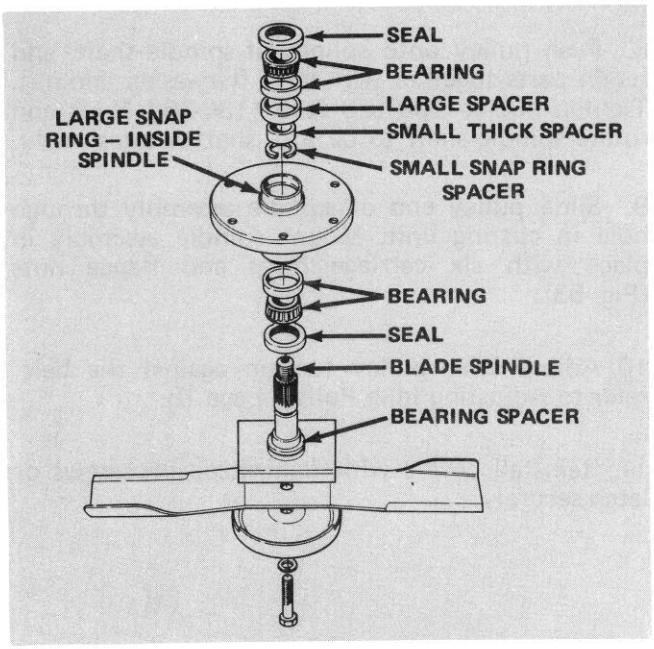
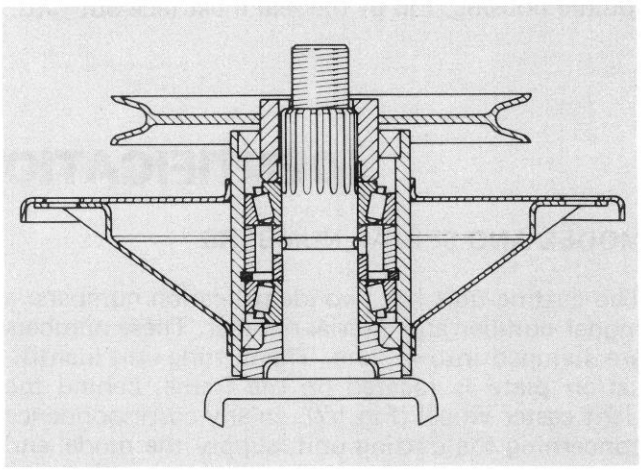
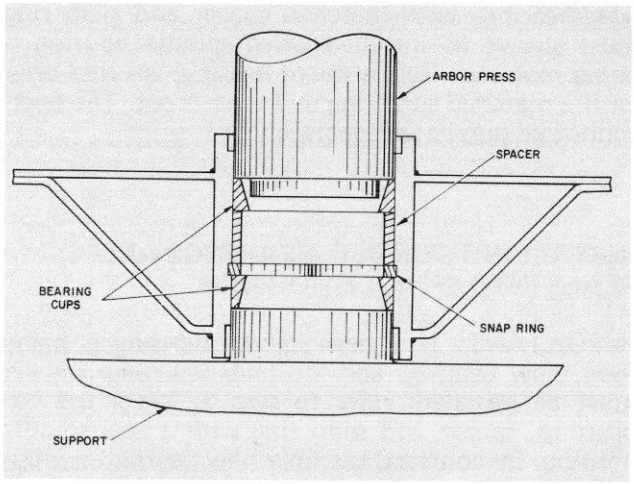

Figure 54
Figure 55
Figure 56
7. If spindle shaft will be replaced, remove blade-bolt, lockwasher, anti-scalp cup and blade from spindle shaft (Fig. 54). Otherwise, the blade and its other associated parts may be left on the spindle shaft.
8. Press spindle shaft out of spindle housing (Fig. 54), using an arbor press. Bearing spacer (Fig. 54) remains on spindle shaft as shaft is being removed.
9. The seals (Fig. 54) will be removed next; however, notice the lip of the seal. The lip of the upper seal faces inward, and the lip of the lower seal faces outward. Therefore, new seals must always be installed with the lip facing in the proper direction. Now remove seals from spindle housing.
10. Allow bearings and small thick spacer to fall out of spindle housing (Fig. 54).
11. Using a punch and hammer, drive both bearing cups (Fig. 54) out of spindle housing. Also drive large spacer (Fig. 54) out of housing.
1. Install large snap ring into groove in bore of spindle housing (Fig. 55). Assure snap ring is seated in the groove.
2. Using an arbor press, push the large spacer into top of spindle housing and tightly against the snap ring (Fig. 54). Spacer must contact snap ring to be sure of currect assembly of parts (Fig. 55).
3. Thoroughly oil cups and using an arbor press, push bearing cups – smallest ID first – into top and bottom of spindle housing (Fig. 54). Top bearing cup must contact spacer that was installed in step 2, and bottom bearing cup must contact snap ring to be sure of correct assembly of parts (Fig. 55). Insure assembly is correct by supporting the first cup and pressing the second against it (Fig. 56).
4. Apply a film of grease on lip on both seals; then install bearing and seal into bottom of spindle housing (Fig. 54). Remember though, the bottom
seal must have the lip facing outward (Fig. 54) not toward inside of spindle housing.
5. Slide small, thick spacer into spindle housing (Fig. 54). Then, install bearing and seal into top of spindle housing. Lip of the seal must face outward.
7. Slide bearing spacer onto spindle shaft. Carefully slide spindle shaft through spindle housing. Bottom seal and bearing spacer fit together when spindle is installed (Fig. 55).